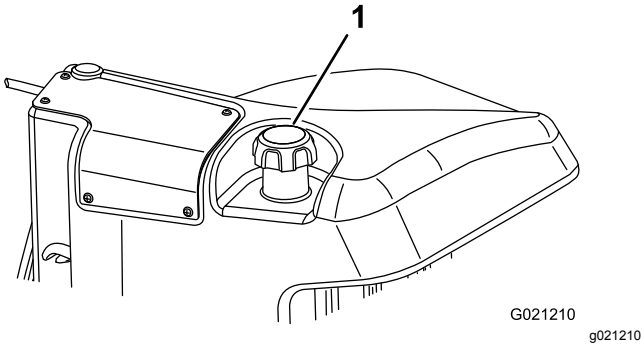

Figure 32
3. Retirez le bouchon du réservoir de carburant (Figure 32).